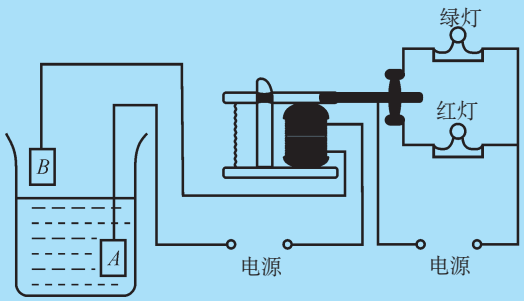
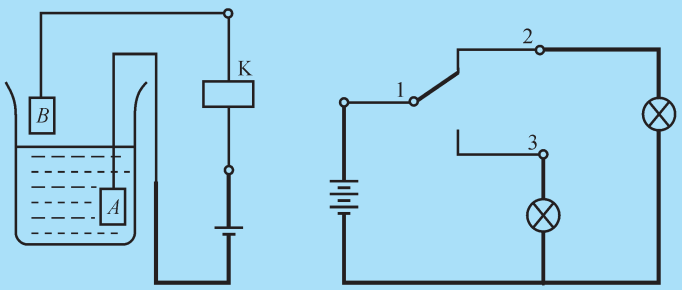

图 4.8　水位自动报警器
图 4.9　水位自动报警器实验电路图
（1）实验装置如图 4.8 所示。从实验装置图可以画出水位报警装置的电路图（图 4.9）。
①首先按图 4.8 所示电路接好线，使水面没过电极 *A*，而在电极 *B* 以下。接通两个电源，我们看到了什么现象？
②向水杯中慢慢加水，当水面没过电极 *B* 时，又发生了什么现象？
③将水杯中的水慢慢倒出，电极 *B* 露出水面时，又会怎么样呢？